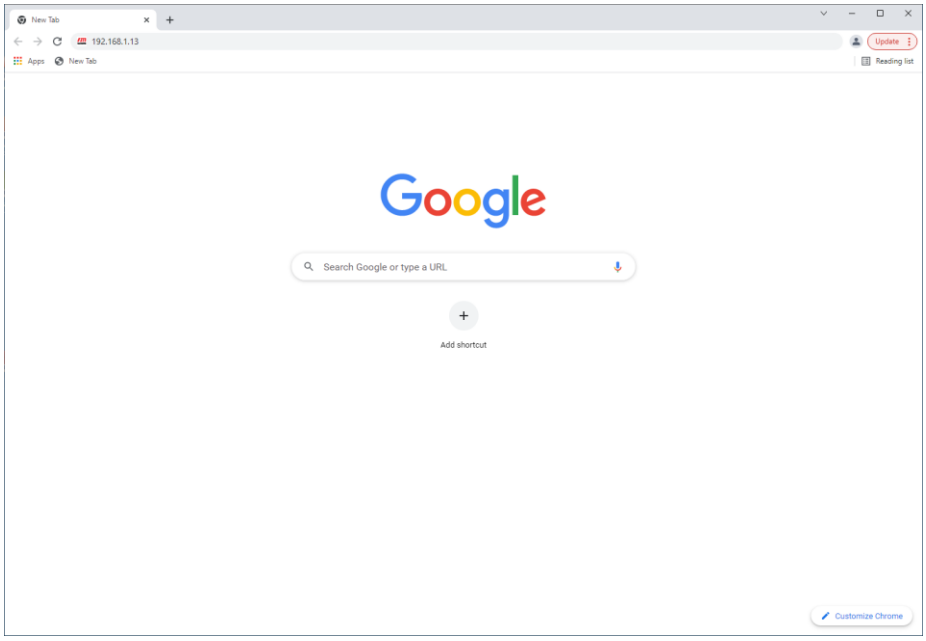

*Figure 8.1 – Main Browser Screen*
**8.2.1** With the browser open, type in the default IP address (**192.168.1.13**) for the Model MS30-POE-S transceiver as shown in Figure 8.1.